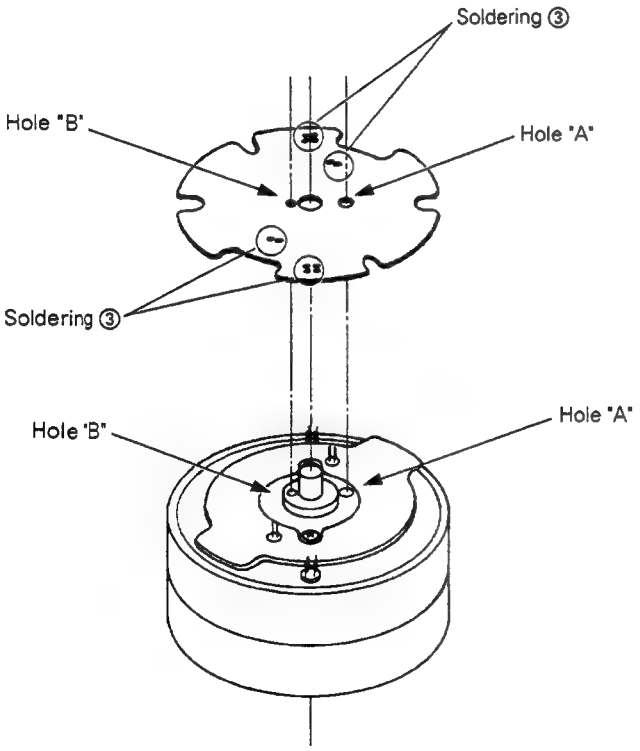

Fig. 2-3-10
**Fig. 2-3-11** – Check and Adjustment – START → 2.7 Check of Tape Transport System → 3.2.2 Tracking preset check* → 2.6.5 X-value adjustment → 3.2.3 PB switching point adjustment → 3.3.15 Hi-Fi audio REC FM level adjustment → 3.4.13 RF equalizer adjustment → 3.4.14 REC FM level adjustment* → 3.4.15 REC frequency response adjustment* → 3.4.21 REC color level adjustment* → 3.4.22 DG compensation adjustment* → 3.4.33 Auto equalizer adjustment* → 3.4.38 2 fc cancel adjustment* → 3.4.39 ADD V. pulse adjustment → FINISH * BR-S522E need not these adjustments.	1) Clean both the contact surfaces of the upper drum ass'y and the lower drum ass'y with alcohol. 2) Assemble the upper drum ass'y to the lower drum assy so that the upper drum's hole "A" (ø 2.7) and the flywheel's hole "B" (ø 1.6) are oppositely positioned at an angle of 180°. At that time, tighten the screw ④ with a torque of 4.5~5.0 kg-cm. 3) Check wobbling of the upper drum in the rim (see 2.3.5). 4) After confirming no wobble in the upper drum movement, solder the UPPER DRUM board. 5) Assemble the PRE/REC board to the drum ass'y so that the holes "A" and "B" of the PRE/REC board overlap the holes "A" and "B" mentioned in the above step 2) respectively, and solder the board (see Fig. 2-3-10). 6) The next procedure will differ depending on the circumstances whether the slip ring is replaced or not. – When slip ring is replaced – 6-1) Install the slip ring and tighten the setscrew. Then solder four wires (red, orange, yellow and black) as specified. – When slip ring is not replaced – 6-2) Confirm that the slip ring is correctly installed, and tighten the setscrew to fix it. 7) Install the brush assemblies (see 2.3.3). 8) After the above steps, proceed to the "Check and Adjustment" mentioned in the left column.